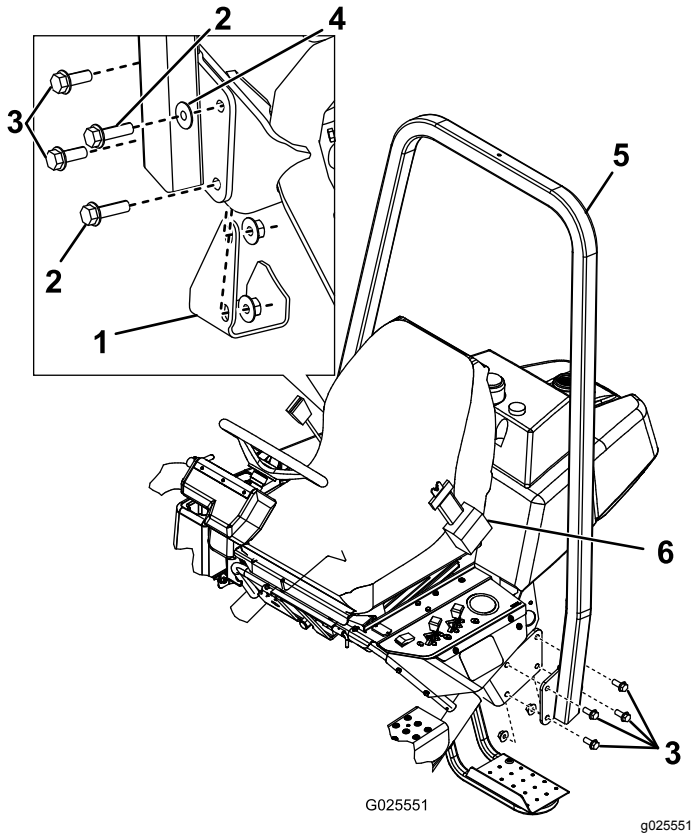

Figur 6
2. Senk veltebeskyttelsesrammen (Figur 6) ned på monteringsbrakettene, og rett inn monteringshullene.
3. Fest venstre side av veltebøylen til monteringsbrakettene med fire bolter (1/2 x 1,5 tomme) og låsemuttere (Figur 6). Stram til festene med et moment på 91–115 N·m.
4. Fest høyre side av veltebøylen og den tidligere fjernede jekkputen til monteringsbrakettene med to bolter (1/2 x 1,5 tomme), to bolter (1/2 x 1,75 tommer), én skive og låsemutre som vist i Figur 6. Stram til festene med et moment på 91–115 N·m.
Viktig: **Sørg for at du monterer hylsene i hullene på styrarmene, som vist i Figur 6.**